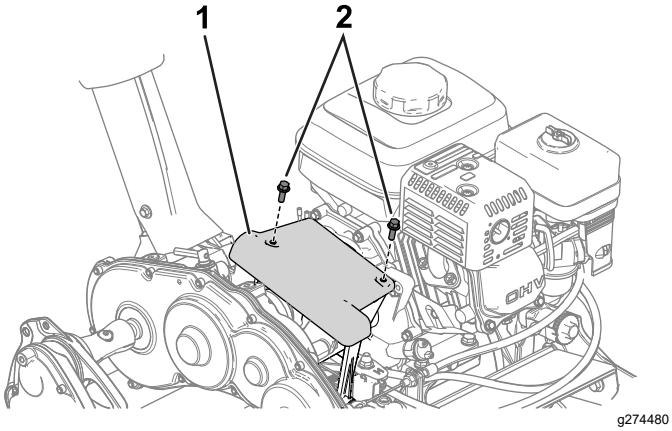

Figure 29
1. Déposez le couvercle d'embrayage pour accéder au disque de friction et au plateau de pression (Figure 29).